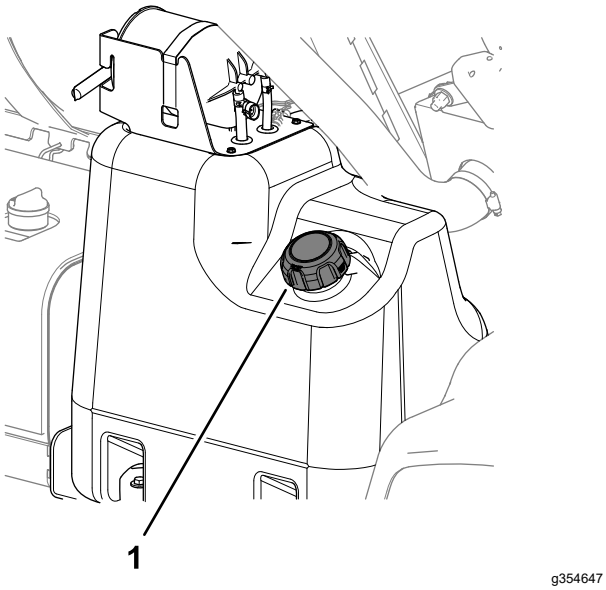

Figura 22
2. Limpe a zona em torno do tampão do depósito de combustível (Figura 22).